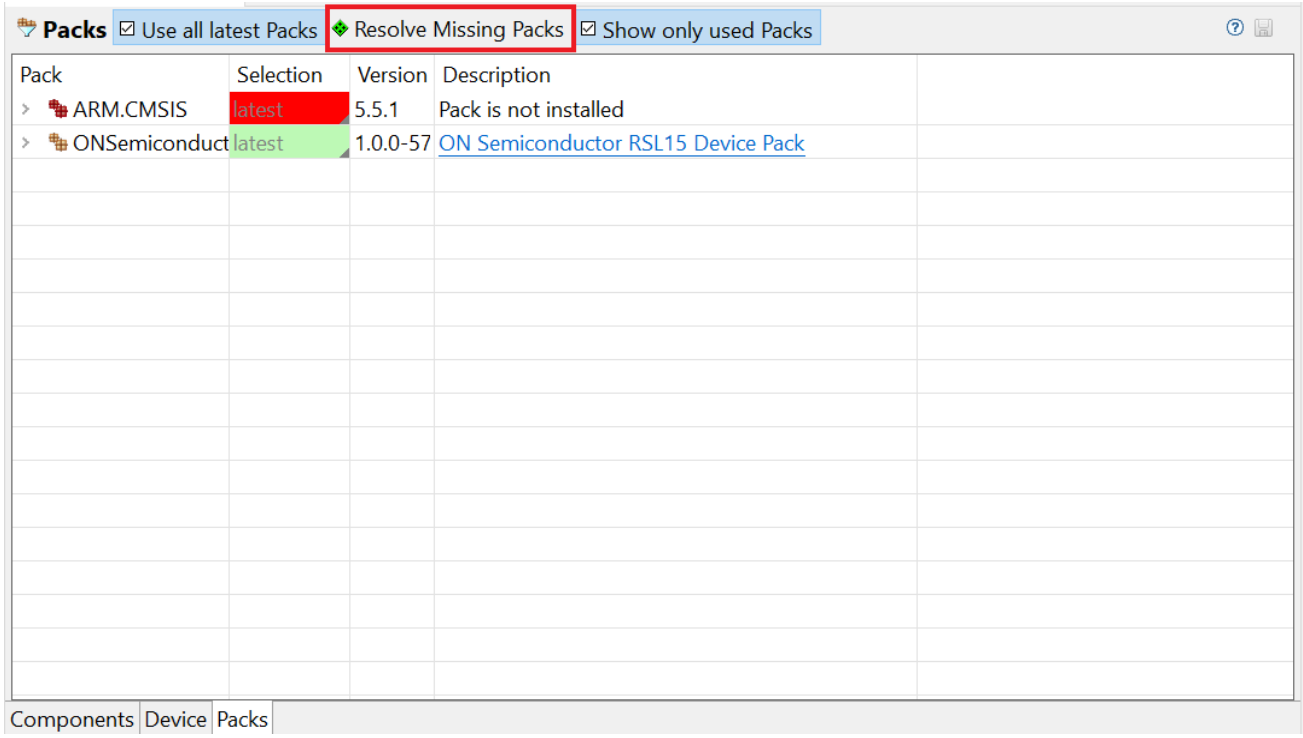

Figure 47. Resolve Missing Packs Icon
3. Open the **.rteconfig* file; in the **Packs** tab, select the **Resolve Missing Packs** button (see the "Resolve Missing Packs Icon" figure (Figure 47)).